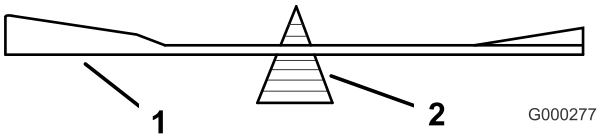
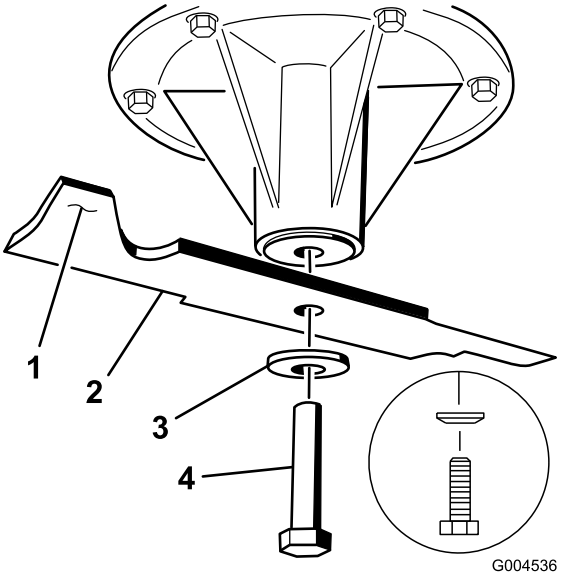

**Figuur 87**
**Figuur 88**
2. Verwijder de mesbout, de klemring en het mes van de spilas (Figuur 88).
2. Controleer de balans van het mes met een mesbalans (Figuur 87). Als het mes horizontaal blijft, is het in balans en geschikt voor gebruik. Als het mes niet in balans is, moet u wat metaal afvijlen van het uiteinde van de vleugel (Figuur 88). Herhaal dit indien nodig totdat het mes in balans is.
1. Monteer het mes op de as (Figuur 88).
2. Monteer de klemring en de mesbout. De conus van de klemring moet worden gemonteerd op de boutkop (Figuur 88). Draai de mesbout vast met een torsie van 115–150 Nm.